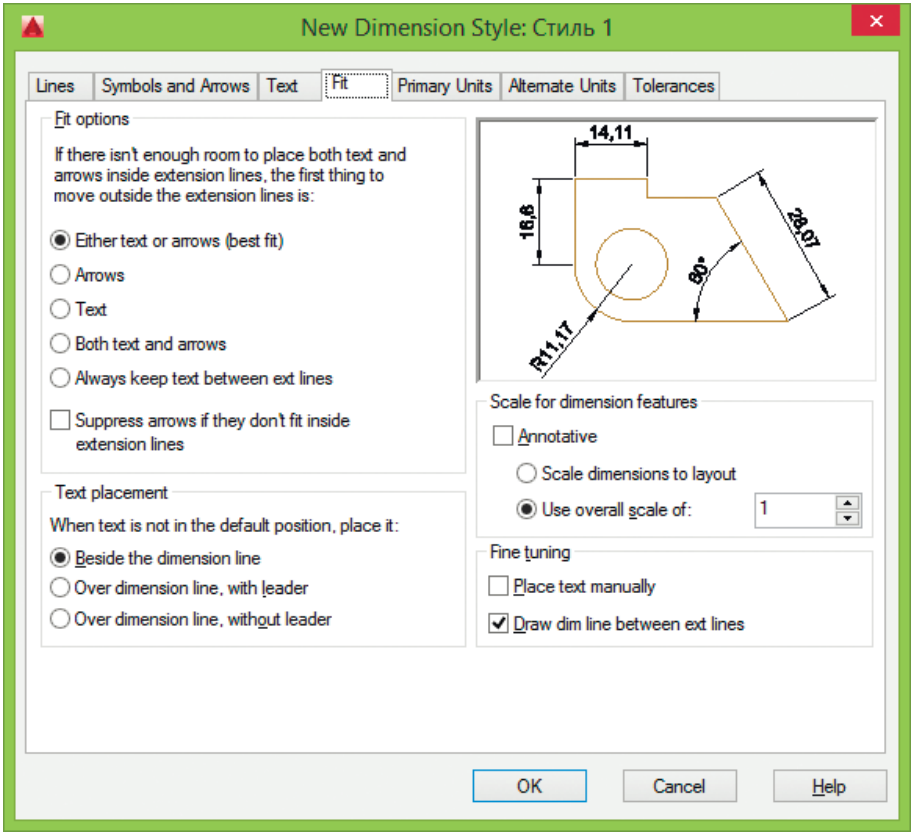

Рис. 11.49. Диалоговое окно определения параметров размерного стиля, вкладка размещения
- Вкладка **Fit** позволяет установить правила взаимного расположения размерных, выносных линий и текста (рис. 11.49). Здесь же задается глобальный масштаб для размеров: